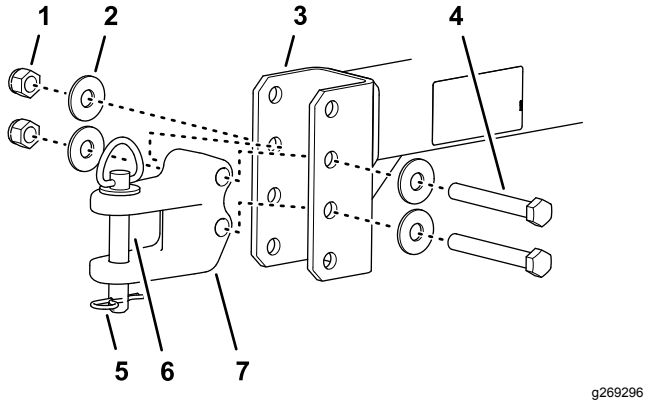

Figuur 5
1. Stel de trekhaak zo af ten opzichte van de koppeling dat de koppeling horizontaal is met de trekstang van de tractie-eenheid (Figuur 5).
2. Monteer de trekhaak aan de koppeling; gebruik hierbij de 2 inbusbouten, 4 ringen en 2 borgmoeren (Figuur 5).
4. Gebruik de koppelpen en de haarspeldveer om de trekhaak aan de trekstang te bevestigen (Figuur 5).